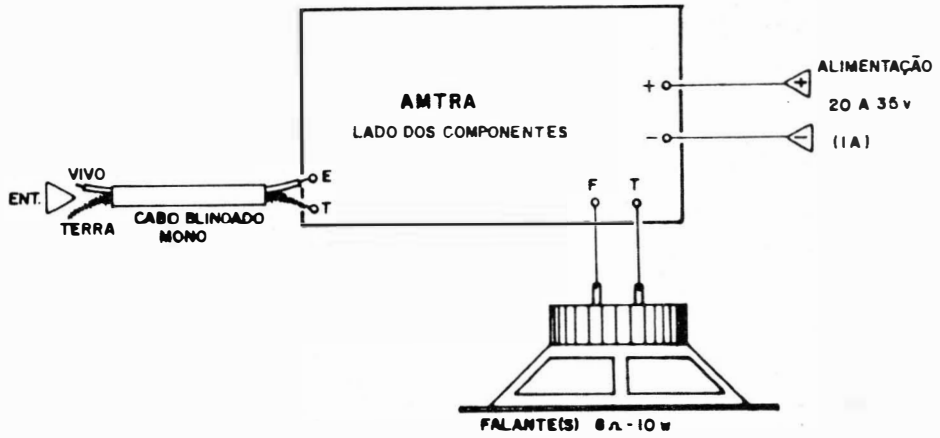

Fig. 4
- - Cabagem blindada para a entrada, potenciômetro, etc. (ver figs. 4 e 5)
As (poucas e simples...) conexões externas são vistas na fig. 4 (onde a placa ainda está com o lado não cobreado "para cima"....). Nessa fase, atenção à polaridade da alimentação (e aos seus limites) e lembrar que a conexão de entrada deve ser feita com cabagem blindada, prevenindo captações espúrias ou zumbidos, devido ao elevado ganho do circuito... Em qualquer caso, recomenda-se o uso de alto-falante (ou mais de um alto-falante, formando uma impedância conjunta de 8 ohms) para 10W, no mínimo, de bom tamanho, acondicionado em caixa acústica, para bom rendimento.